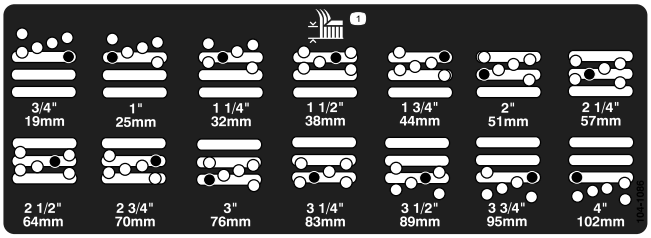

Figur 19
4. Ta bort distansbrickan samtidigt som du stöttar kammaren (Figur 19)
5. Flytta kammaren till önskad klipphöjd och montera distansbrickan i avsett klipphöjdshål och -spår (Figur 19).